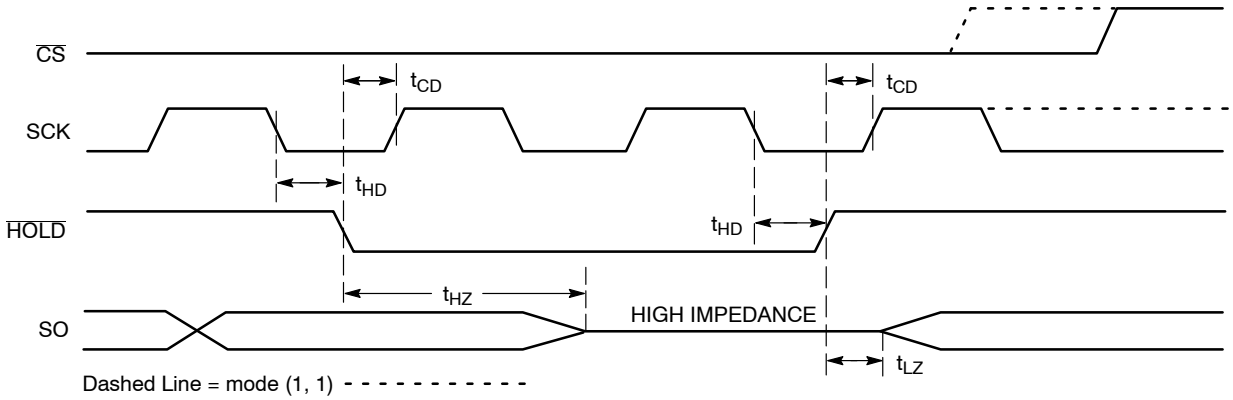

Figure 10. $\overline{HOLD}$ Timing
The $\overline{HOLD}$ input can be used to pause communication between host and NV25xxx. To pause, $\overline{HOLD}$ must be taken low while SCK is low (Figure 10). During the hold condition the device must remain selected ($\overline{CS}$ low). During the pause, the data output pin (SO) is tri−stated (high impedance) and SI transitions are ignored. To resume communication, $\overline{HOLD}$ must be taken high while SCK is low.